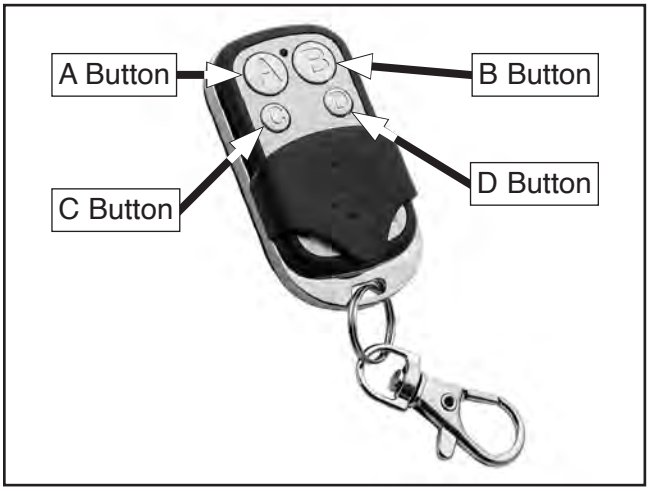

Figure 66. Location of remote control buttons.
3. While holding SAVE CODE button, press and hold D button (see **Figure 66**) on remote control until a second audible beep is heard to indicate pairing is complete.
5. Press C button (see **Figure 66**) to turn filter brush motor ***ON***.